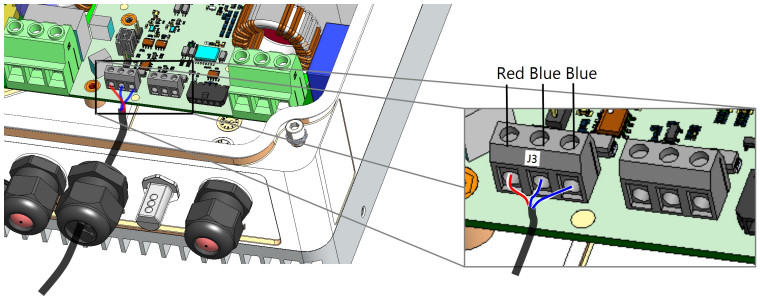

Figure 5: Connecting the sensor cable to the Smart Energy Hot Water device
5. Connect the other end of the sensor cable to the Smart Energy Hot Water device (See *Figure 5*):
6. Verify that a jumper socket *is assembled* on **J5** pin header. This will allow usage of the PT100 sensor connected to **J3** connector. Make sure to use the correct pin header matching the connector (*Figure 5*):